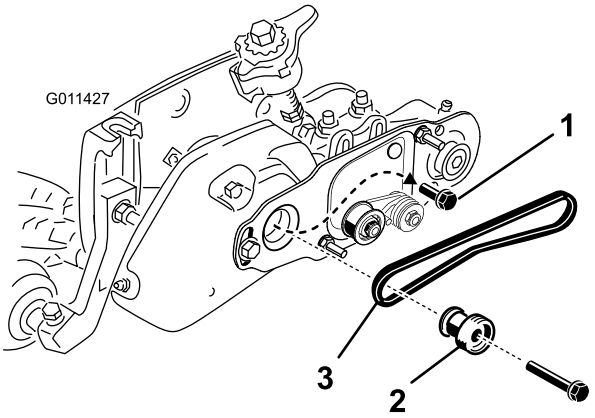

Bild 31
42. Entfernen Sie die Schraube, mit der die Groomerspannscheibe an der Antriebswelle befestigt ist (Bild 31).
43. Setzen Sie die Bürstenantriebsscheibe in die Groomerantriebsscheibe und auf die Antriebswelle (Bild 31). Stellen Sie sicher, dass die Spannscheibennasen im Schlitz in der Antriebswelle sitzen.
44. Schmieren Sie das Gewinde des Bundbolzens (3/8" x 2") mit Loctite ein. Befestigen Sie die Antriebsscheibe mit dem Bundbolzen an der Welle (Bild 31). Ziehen Sie die Schraube mit 46 bis 54 N·m an.